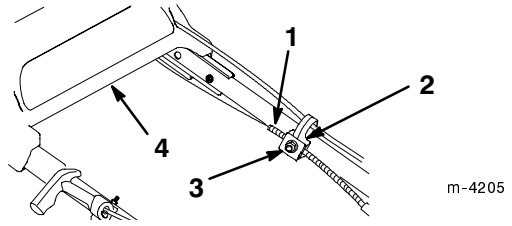

Bild 21
3. Lockern Sie die Mutter am Bowdenzug (Bild 21).
6. Bewegen Sie die Schaltleiste zurück in Richtung des Griffes, um das Spiel aus dem Zug zu beseitigen (Bild 21).
7. Lockern Sie das Antriebsteil, während Sie den Bowdenzugmantel nach unten halten und ziehen die Mutter an der Zugstütze fest (Bild 21).